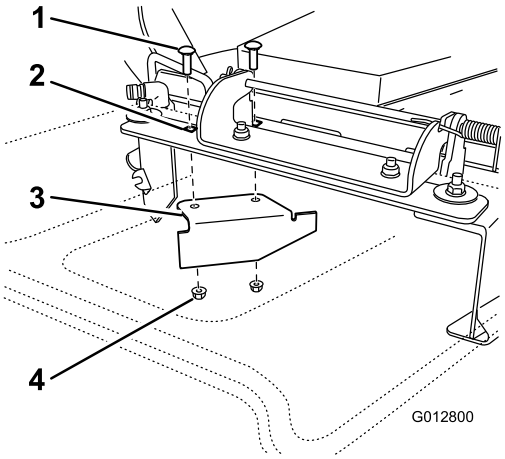

Figuur 1
5. Ga naar de keerplaat bij de zijafvoeropening op het maaidek (Figuur 1).